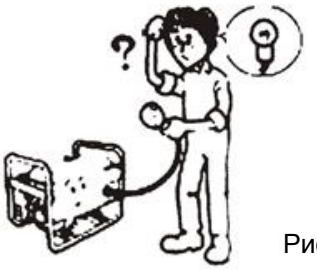

Рис. 58
9.2.1 Перевірте електричну лампу (Рис. 58).